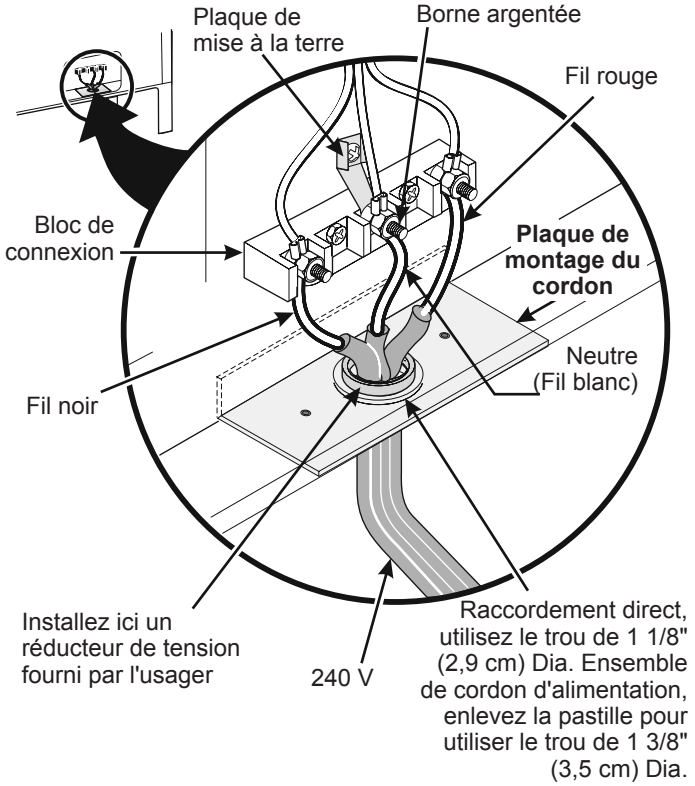

Figure 3
NOTE: L'appareil sort de l'usine avec un trou de 1 1/8" (2,9 cm) dia. tel que montré à la figure 3. Si un trou plus grand est requis, repoussez la pastille.
Si les codes locaux permettent la connexion du conducteur de mise à la terre du châssis au fil neutre du cordon d'alimentation en cuivre (voir figure 3).
2. Utilisez les écrous fournis dans l'enveloppe littérature pour raccorder le neutre du cordon d'alimentation cuivré à la borne argentée située au centre du bloc de connexion, et raccordez les autres fils aux bornes extérieures. Assortissez les fils et les bornes conformément aux couleurs (branchez le fil rouge à la borne de droite, et le fil noir à la borne de gauche) (voir figure 3).